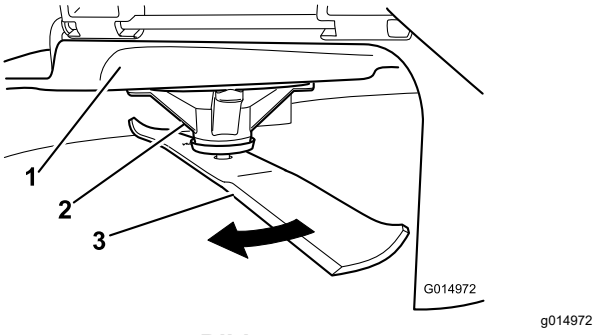

Bild 74
2. Tragen Sie dicke Handschuhe oder andere angemessene Handschuhe und drehen Sie das Messer langsam in eine Stellung, in der das Messen des Abstands zwischen der Schnittkante und der ebenen Fläche der Maschine möglich ist (Bild 74).